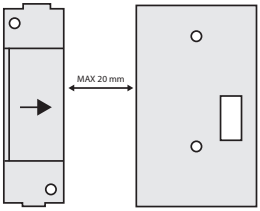

Fig. No. 2
2.2 Fix the magnet mounting part with two screws next to the sensor mounting part on door or window frame. How to fix the magnetic door contact correctly see Fig. No. 2. The distance between the magnet and the door contact must be no larger than 20 mm.
The incorrect ways of fixing magnetic door contact see Fig. No. 2.